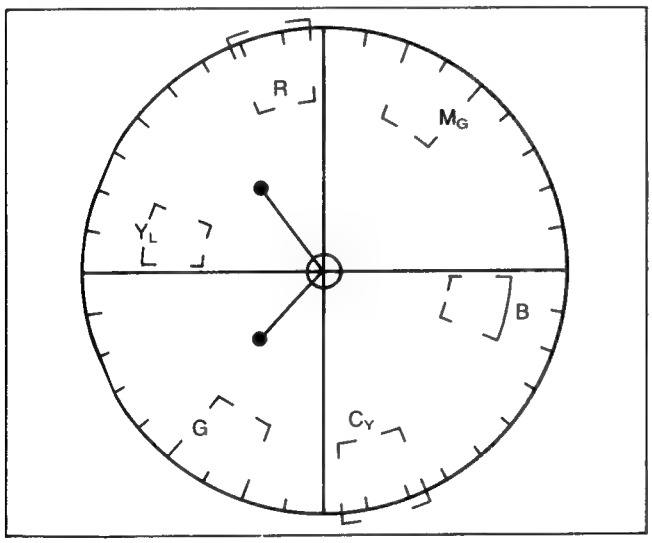

Fig. C18
(1) Set the WHITE BALANCE Switch on the Camera Operation Unit to the "OUTDOOR".
(2) Connect a jumper between TP4, TP5 and TP6.
(3) Aim the camera at the white chart using a 3200 degrees K Halogen lamp.
(4) Supply the video signal to the vectorscope.
(5) Attach the colour temperature conversion filters (VFK0374 and VFK0375) which converts 3200 degrees Kelvin to 5800 degrees Kelvin in front of the Lens (Refer to Note 1 of item 15–3).
(6) If the color temperature conversion filter is not available, use a day light source (Refer to Note 2 of item 15–3).
(7) Adjust the W.B. (B–Y) OUTDOOR GAIN and W.B. (R–Y) OUTDOOR GAIN Controls (VR312 and VR313) so that the colour vectors move to the centre of screen on the vectorscope. (Refer to Fig. C18.)
(8) Remove the colour temperature conversion filter with the fixture from the lens.